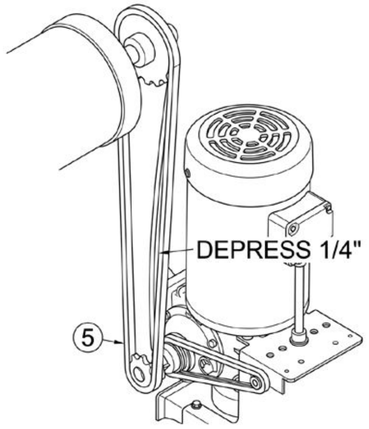

FIGURA 8
7. Ajuste de tensión de la cadena: Ajuste la tensión de la cadena de transmisión de modo que no haya más de 1/4" (6 mm) de holgura al presionar la cadena en el punto medio entre ambos piñones (ver Figura 8). El montaje preferido es con el motor hacia arriba y el operador por debajo del eje de la puerta, lo que proporciona mejor espacio libre para la cadena manual y la cadena de desenganche.